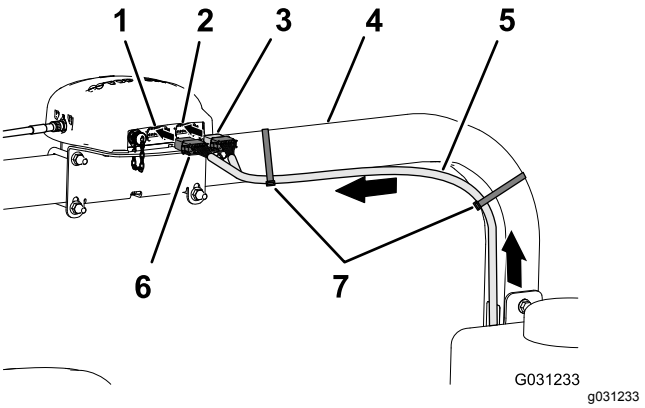

Figur 166
2. Dra datakablagedelen på 390 cm längs det högra vältskyddsröret med kontakten med tolv uttag (grå) och kontakten med tolv uttag (svart) uppåt mot navigeringsmottagaren (Figur 166).
7. Fäst datakablagedelen på 390 cm på höger vältskyddsrör med två kabelband enligt Figur 166.